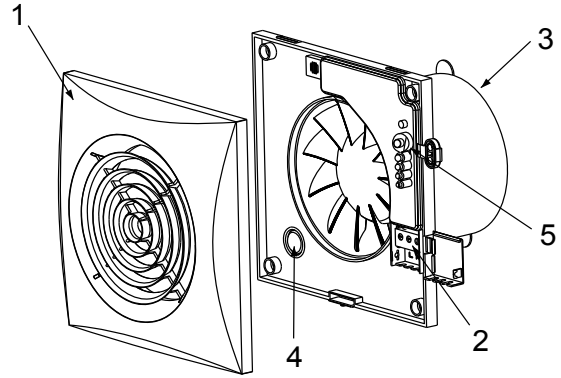

Fig.1b
5. Touche de réglage (SILENT 100 CHZ VISUAL- fig.1b).